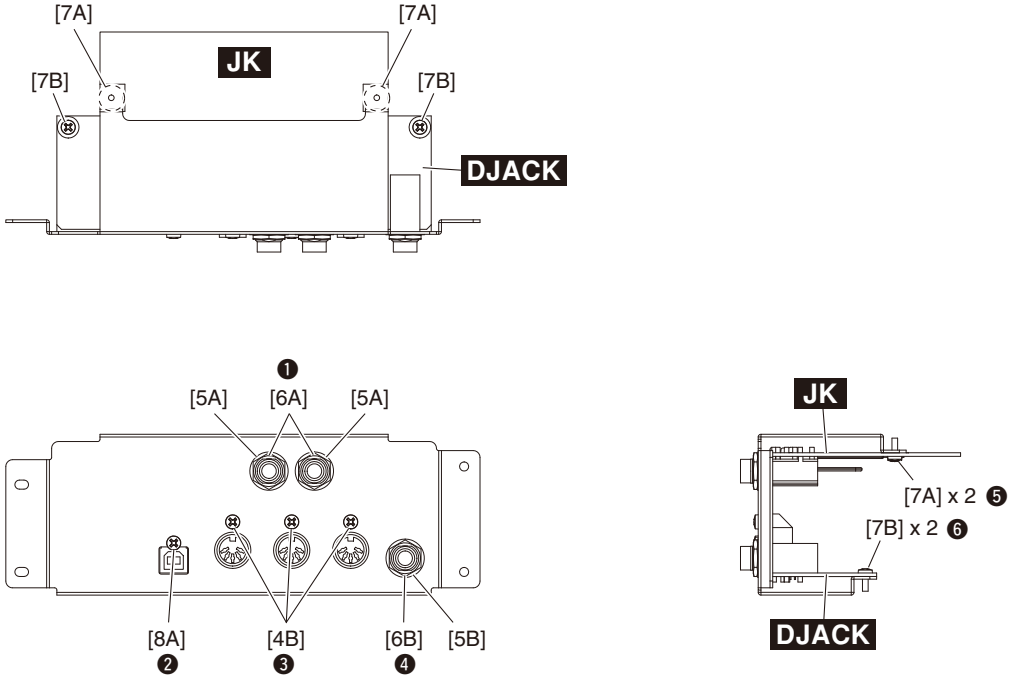

Fig. 5（図 5）
Remove the two (2) hexagonal nuts marked [6A], the two (2) washers marked [5A] and the two (2) screws marked [7A]. The JK circuit board can then be removed. (Fig. 5)
Remove the screw marked [8A], the three (3) screws marked [4B], the hexagonal nut marked [6B], the washer marked [5B], and the two (2) screws marked [7B]. The DJACK circuit board can then be removed. (Fig. 5)
* ***Tighten the screws in the numerical order of ❶ to ❻ in the figure during installation of the circuit boards. (Fig. 5)***
[6A] の特殊六角ナット 2 個、[5A] のワッシャー 2 個と [7A] のネジ 2 本を外し､JK シートを外します。(図 5)
[8A] のネジ 1 本、[4B] のネジ 3 本、[6B] の特殊六角ナット 1 個、[5B] のワッシャ 1 個と [7B] のネジ 2 本を外し、DJACK シートを外します。(図 5)
※ **シートを取り付けるときは、図中の数字 ❶ から ❻ の順にネジ締めをしてください。(図 5)**